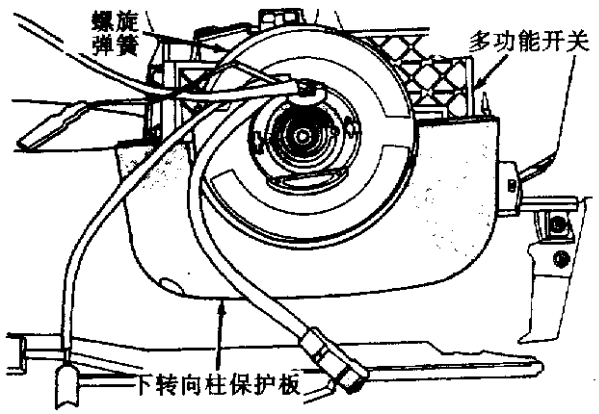

图 9－39　下转向柱保护板安装
(10)在点火钥匙照明灯上装汽车线束(见图 9－30)。
(11)安装多功能开关(见图 9－28)。
(12)在多功能开关上安装汽车线束(见图 9－39)。
(15)装下转向柱保护板(见图 9－39)。